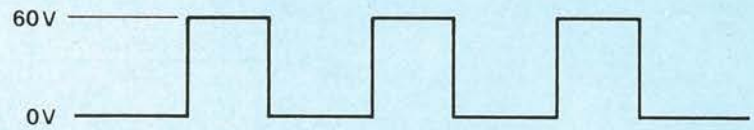

Figura 3. Impulsi di combinazione per la cifra 3.
Supponiamo di formare la cifra 3. Sollevando la cornetta si chiude il contatto di forcella (GU). Durante la rotazione del disco combinatore si chiude in modo intermittente il relativo contatto (nsa). Il circuito di conversazione viene cortocircuitato, e pertanto non è possibile udire nel ricevitore il ticchettio del combinatore. Il contatto degli impulsi di selezione numerica (nsi) si apre tre volte durante il ritorno del disco combinatore: gli impulsi così ottenuti hanno forma rettangolare (Figura 3). Mediante questi impulsi, il telefono "apprende" che è stata composta la cifra 3. Ma cosa accade quando un